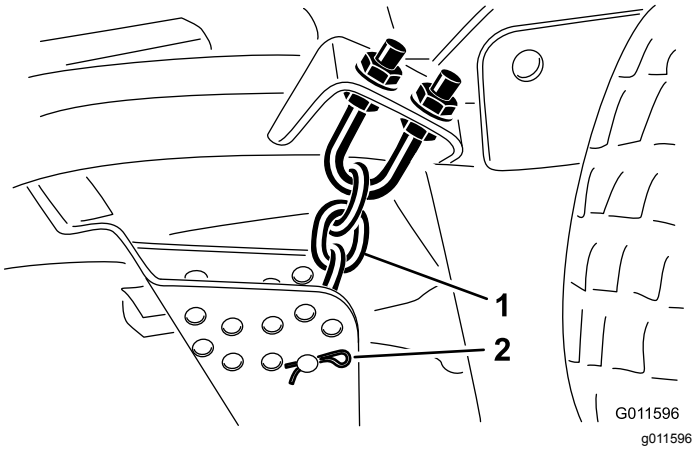

Figur 20
5. Ta bort den hårnålssprint och sprintbult som håller fast klipphöjdskedjorna på klippenhetens bakre del (Figur 20).